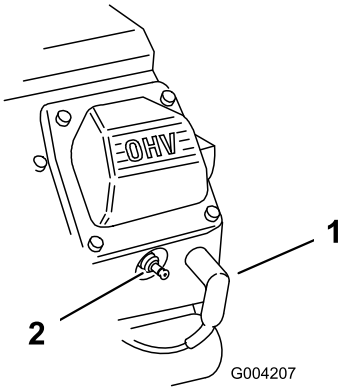

Figur 50
2. Lossa kablarna från tändstiften (Figur 50).
3. Skjut på kablarna på tändstiften (Figur 50).